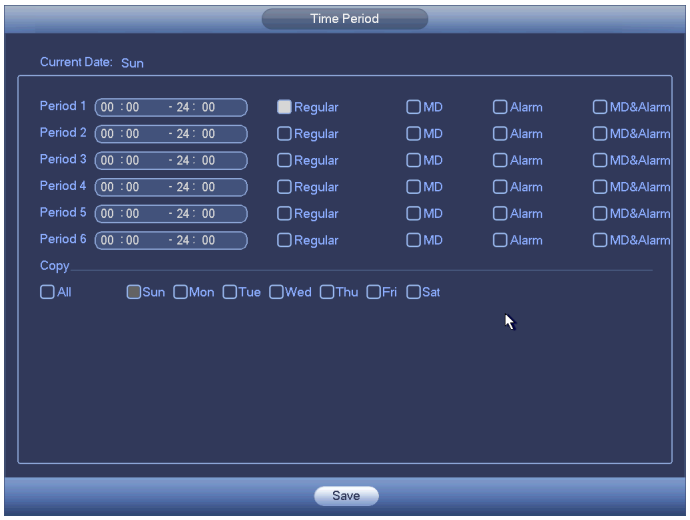

Figure 4-172
- Period setup: Click button after one date or a holiday, you can see an interface shown as in Figure 4-172.There are four record types: regular, motion detection (MD), Alarm, MD & alarm.